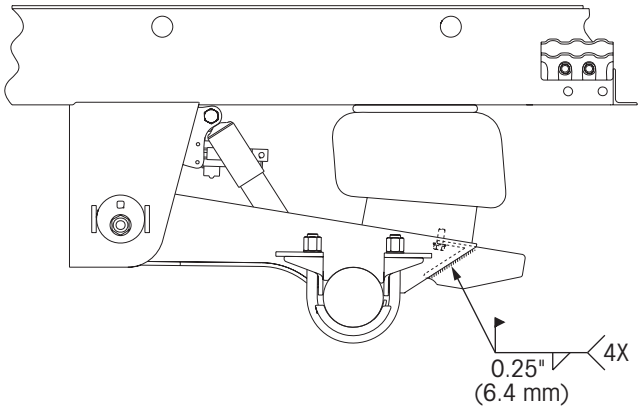

Figure 73: Rear wide beam extension weld specifications
9. **Referring** to Figure 73, the applicable installation drawing[1] and the weld parameters on APPENDIX A: WELDING DETAILS on page 44; **weld** the extension to the suspension beam as indicated.